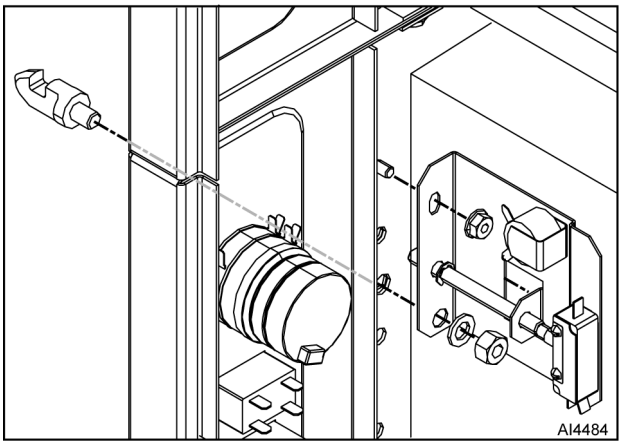

Fig. 62
3. Remove nut, washer, and door striker (Fig. 62).